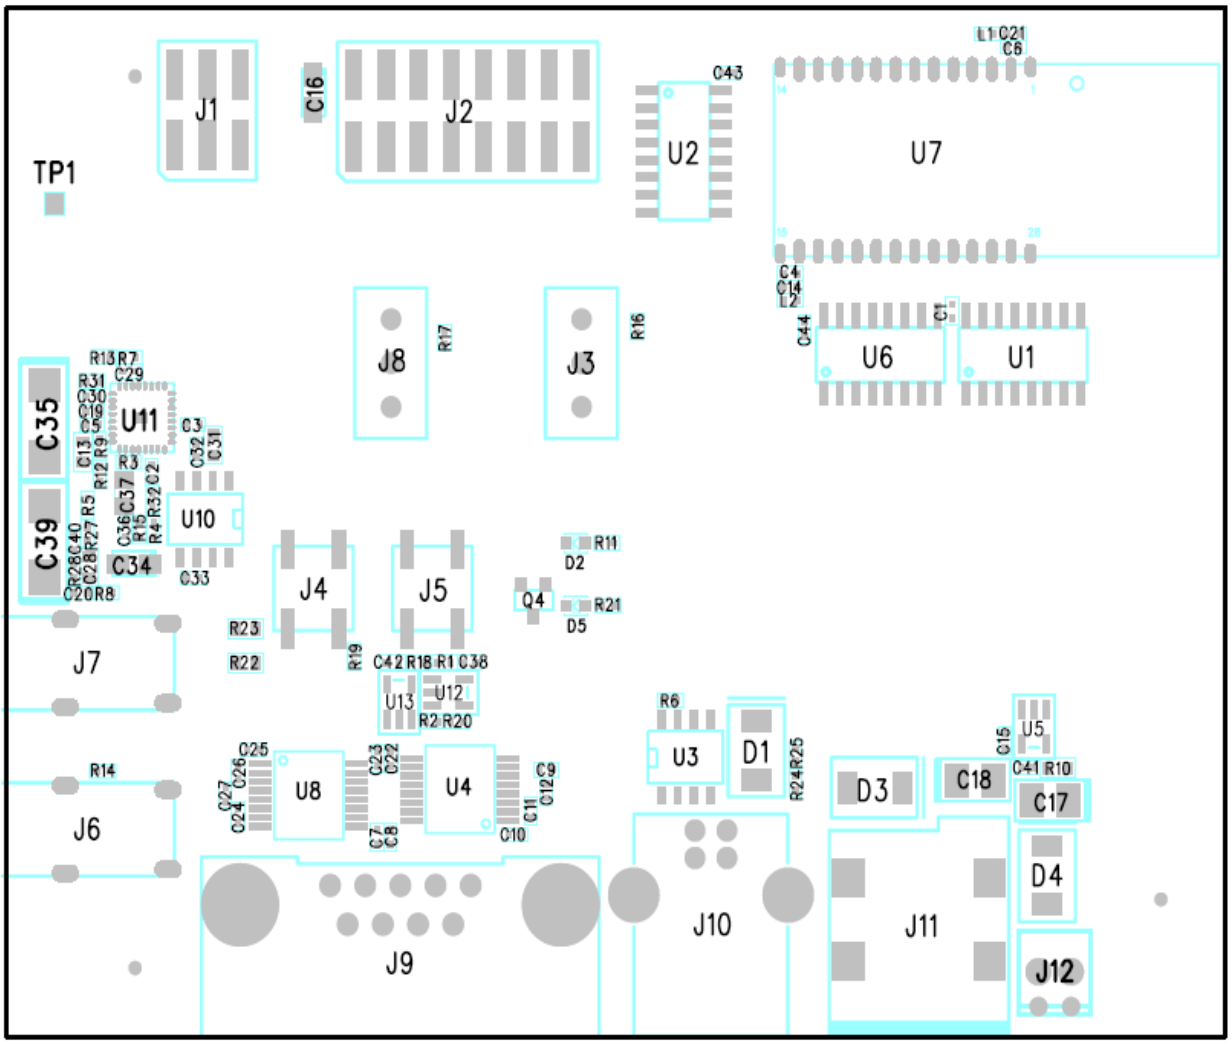

**Figure 2:** WT11 Evaluation Kit assembly
**Note:** '*Top'* and '*bottom'* positions refer to viewing WT11 Evaluation Kit from top side as seen in Figure 2.